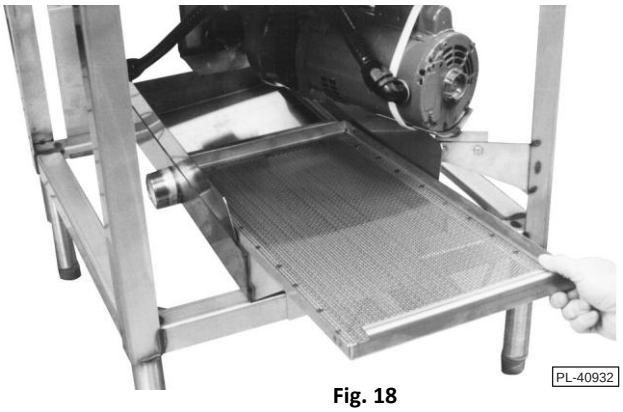

**Fig. 18**
5. Vuelva a colocar todos los componentes que se extrajeron para su limpieza. Asegúrese de que el filtro de la bandeja de drenaje se vuelva a colocar con la pantalla del filtro hacia abajo y las manijas en la parte delantera y posterior mirando hacia arriba (Fig. 18).